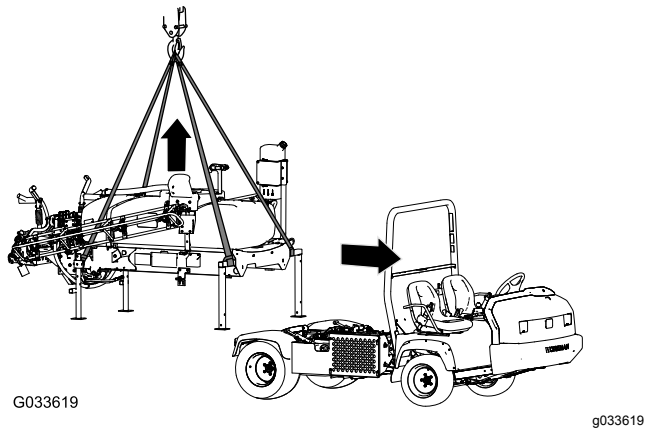

Figur 132
1. Sænk bommene til ca. 45°, og drej dem derefter fremad (Figur 132).
5. Fastgør løfteudstyret til de forreste donkraftes vandrette rør og den lodrette stang på de bageste donkrafte (Figur 132).
7. Hæv tankplatformen fra maskinen højt nok til at fjerne platformen fra maskinen (Figur 132).